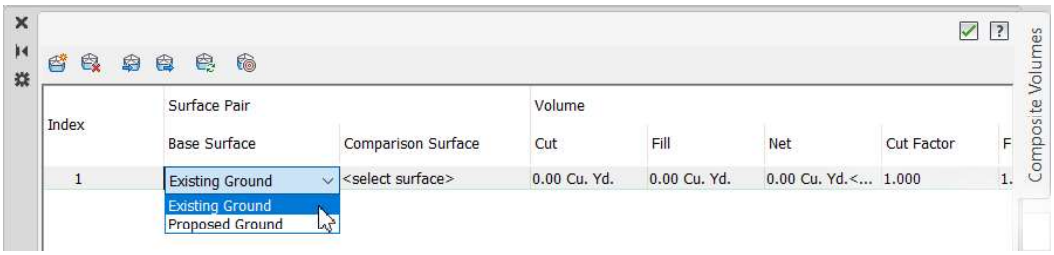

Figure 4-17 *Selecting the* ***Existing Ground*** *option from the drop-down list*
3. Double-click on the **<select surface>** cell in the **Base Surface** column; a drop-down list is displayed. Select the **Existing Ground** option from this drop-down list, as shown in Figure 4-17.